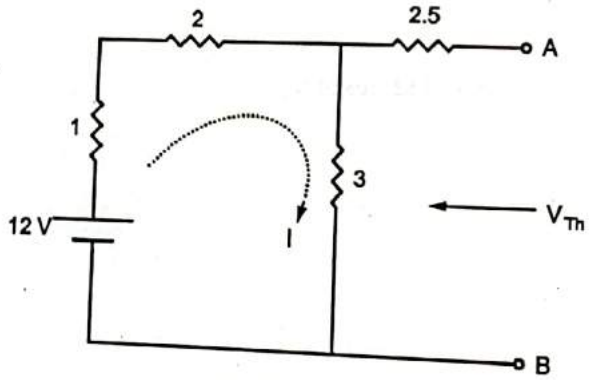

FIG. 1.119
**Step-1 :** Disconnect 5 Ω resistor and draw the network shown in Fig. 1.119.